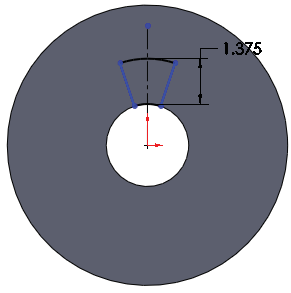

Figure 2-35 *Resultant sketch*
26. Similarly, trim other entities of the sketch and press the ESC key to exit the **Trim Entities** tool. Figure 2-35 shows the resultant sketch after trimming all unwanted entities from the sketch.